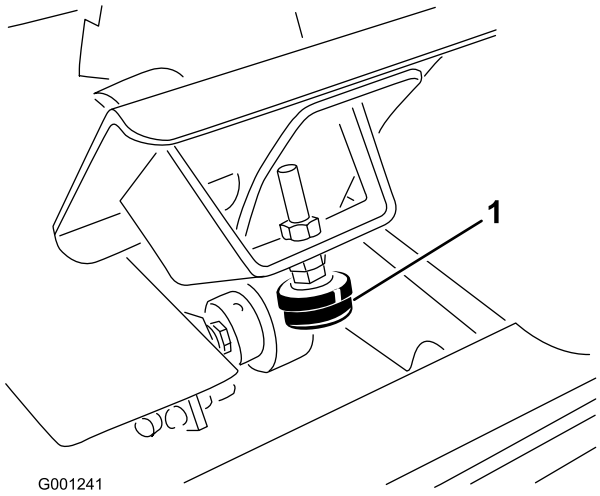

Figuur 67
1. Controleer de afstelling van de pedaalaanslag. De pedaalaanslag (Figuur 67) moet licht contact maken met het frame voordat de pomp een volledige slag aflegt.